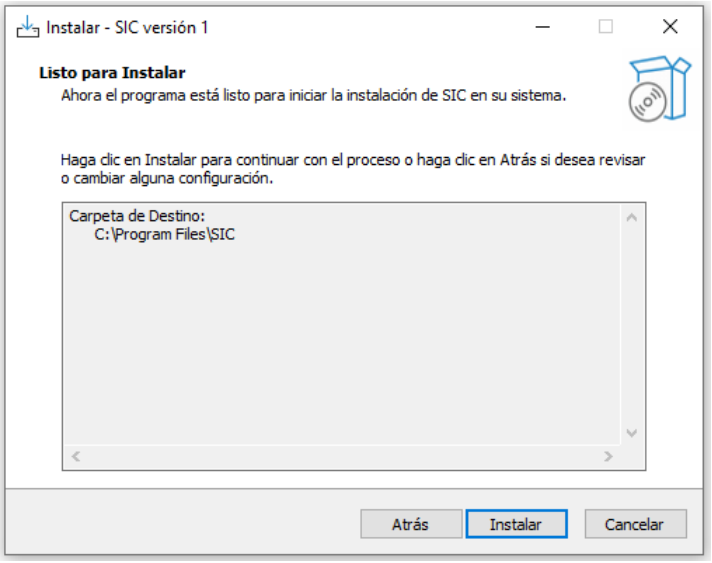

Figura 5. Resumen de instalación de SIC
4. Después, aparecerá la ventana presentada en la Figura 5, donde se muestra un resumen de la configuración de instalación. Si la información que se muestra es correcta se debe hacer clic en el botón de *"Instalar"* para proceder con la instalación de SIC, de lo contrario se debe hacer clic en el botón "*Atrás"* para regresar a los pasos anteriores y modificarlos.